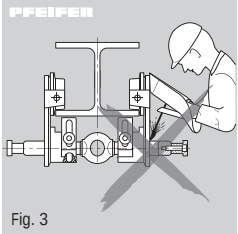

Fig. 3
- Tout travail de soudure au niveau du chariot est interdit (Fig. 3).